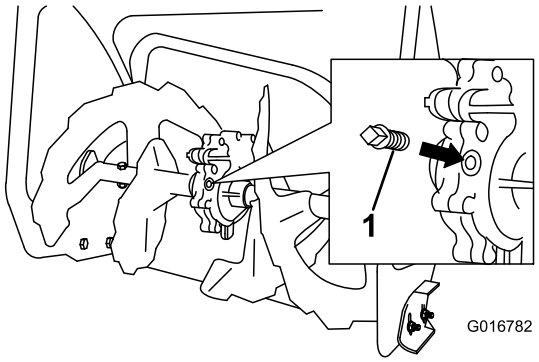

Figur 46
2. Rengør området omkring rørproppen (Figur 46).